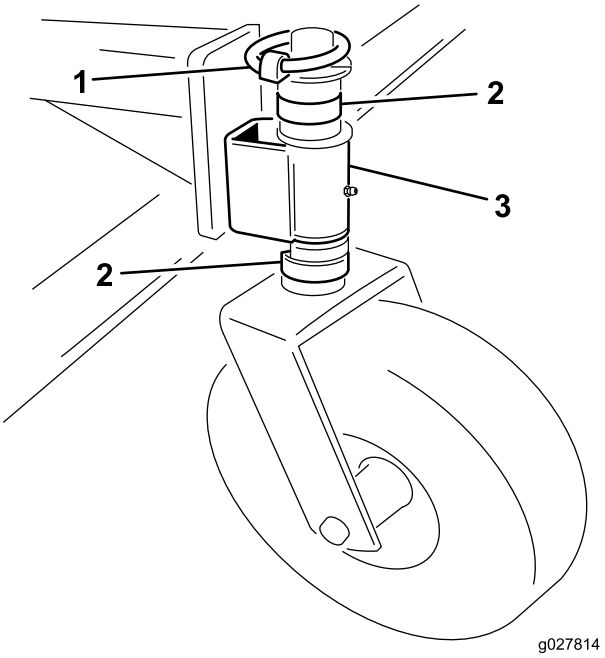

Figur 6
1. Fjern gaffelbolten fra spindelakslen (Figur 6).